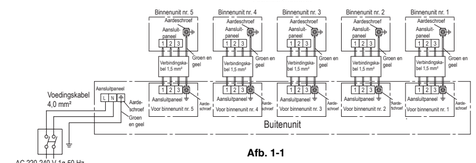

Afb. 1-1
(1) De kroonstenen voor de montage van de binnen- en buitenkabels moeten van rechts naar links aangesloten worden, in de volgorde 1, 2, 3, 4, 5, volgens de nummering op de unit en zoals aangegeven op de tekening. Het meest linkse blokje is voor de aansluiting van de stroomkabel.
(2) Sluit de elektrische bedrading tussen de binnen- en buitenunit aan volgens Afb. 1-1. Maak geen fout bij het aansluiten. Wanneer het apparaat verkeerd is aangesloten, werkt dit niet goed en dit kan storing veroorzaken.
(3) De verbindingskabel moet vastgezet worden met de kabelklem naast het aansluitpaneel.